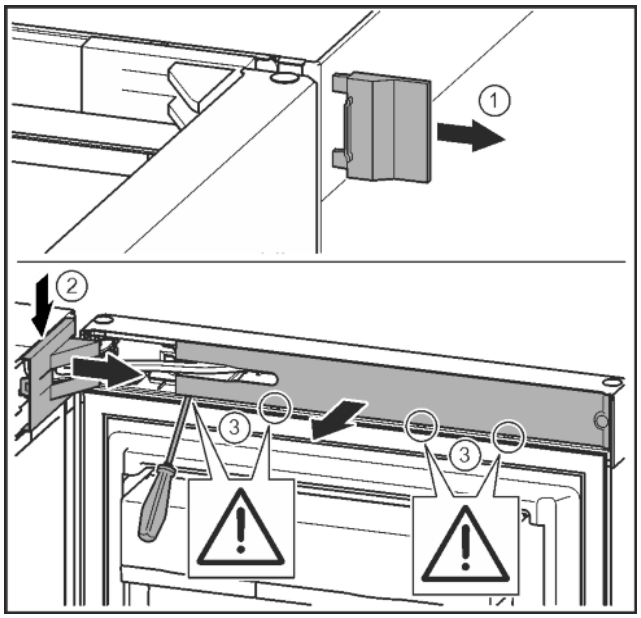

Fig. 10
▶ Buitenste afdekking verwijderen. *Fig. 10 (1)*
▶ Lagerbusafdekking ontgrendelen en losmaken. Afdekking van de lagerbus verwijderen. *Fig. 10 (2)*
▶ Paneel met de sleufschroevendraaier losmaken en naar de zijkant draaien. *Fig. 10 (3)*